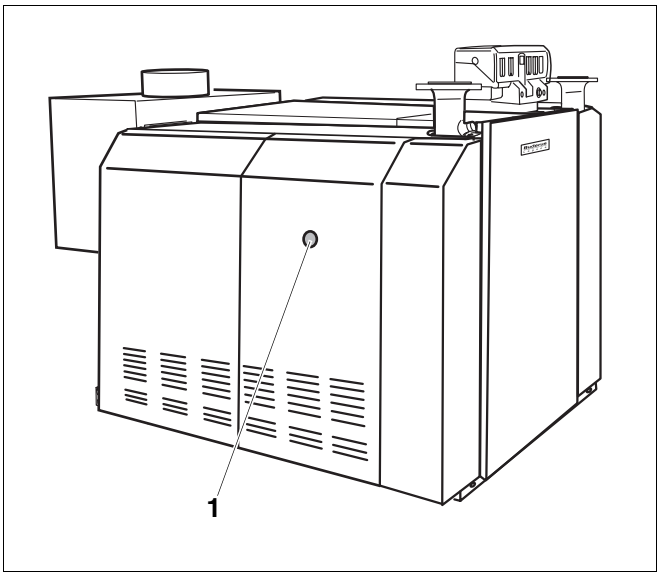

Afb. 8 Resettoets
- Druk de resettoets (afb. 8, **pos. 1**) in. Wanneer de gasbrander na meermaals indrukken van de resettoets niet start, (zie hoofdstuk 11 "Storingen verhelpen", pagina 58).